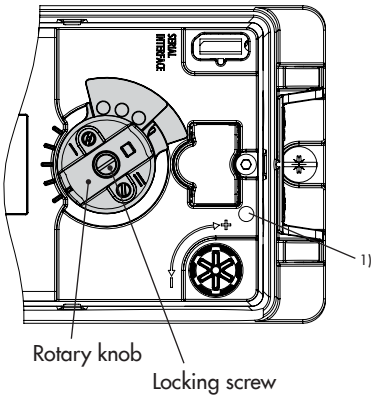
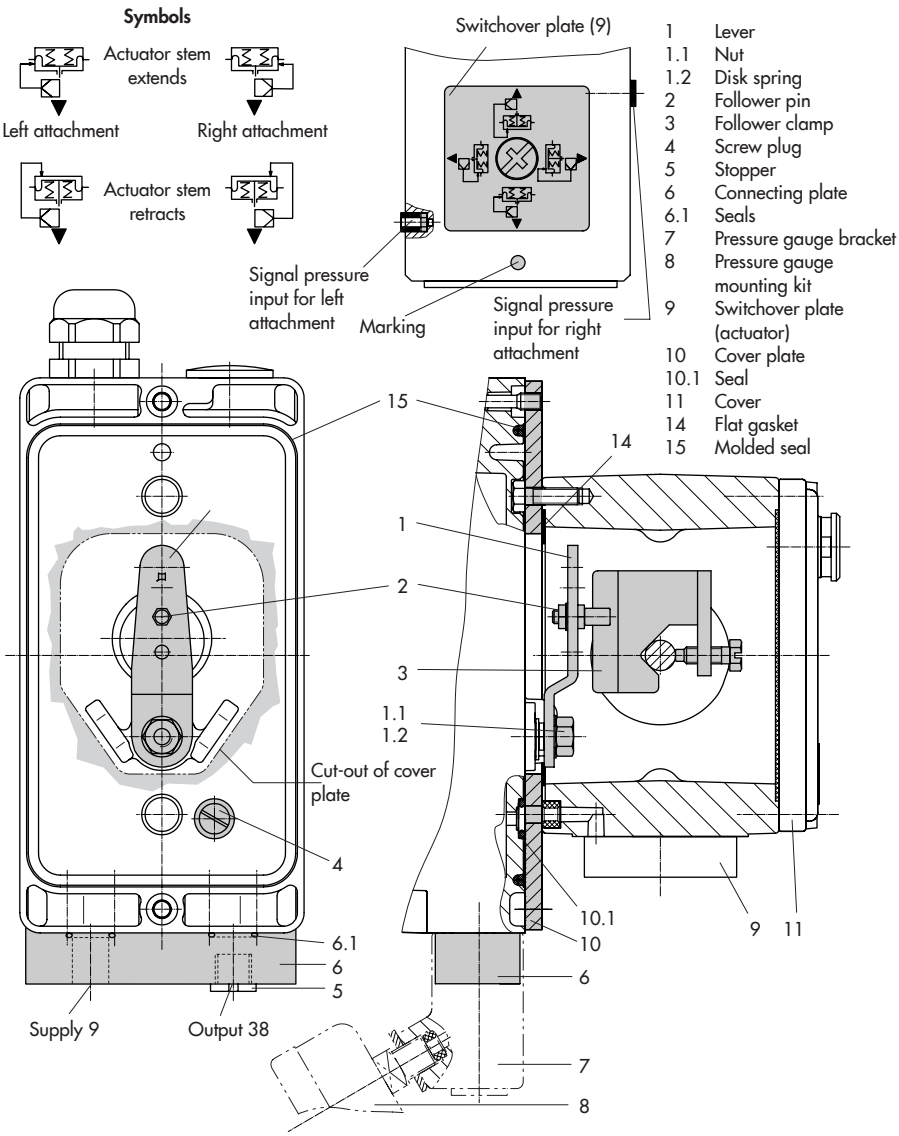

Fig. 5-5: *Shaft lock*
Fig. 5-6: *Direct attachment – Signal pressure connection for Type 3277-5 Actuator with 120 cm²*
➔ Do not use the locking screw to turn the positioner shaft knob. Only turn the rotary knob by hand (see Fig. 5-5).
➔ Actuator with 120 cm² (see Fig. 5-6)
➔ Depending on the fail-safe action of the actuator "actuator stem extends" or "actuator stem retracts", mount the switchover plate (9) on the actuator yoke. Align the symbol for attachment to the left or right side with the marking (see Fig. 5-6, top).
1. Mount connecting plate (6) or pressure gauge bracket (7) with pressure gauges on the positioner. Make sure that the two seals (6.1) are seated properly.
2. Remove screw plug (4) on the back of the positioner and seal the signal pressure output (38) on the connecting plate (6) or on the pressure gauge bracket (7) with the stopper (5) included in the accessories.
3. Place follower clamp (3) on the actuator stem, align it and screw tight so that the mounting screw is located in the groove of the actuator stem.
4. Mount cover plate (10) with narrow side of the cut-out (Fig. 5-6, on the left) pointing towards the signal pressure connection. Make sure that the flat gasket (14) points towards the actuator yoke.
5. Check the pin position of the follower pin (2) on M lever (1). Refer to travel tables for type of attachment. If necessary, change the pin position (see Chapter 5.4).
6. Insert molded seal (15) into the groove of the positioner housing and insert the seal (10.1) on the back of the housing.
7. Place positioner on the cover plate (10) in such a manner that the follower pin (2) rests on the top of the follower clamp (3). Adjust the lever (1) correspondingly and open the positioner cover to hold the positioner shaft in position at the shaft lock (Fig. 5-5). The lever (1) must rest on the follower clamp with spring force. Fasten the positioner on the cover plate (10) using the two fastening screws.
8. Mount cover (11) on the other side. Make sure that the vent plug is located at the bottom when the control valve is installed to allow any condensed water that collects to drain off.
4. Check the pin position of the follower pin (2) on M lever (1). Refer to travel tables for type of attachment. If necessary, change the pin position (see Chapter 5.4).
5. Insert molded seal (15) into the groove of the positioner housing.
6. Place positioner on the cover plate in such a manner that the follower pin (2) rests on the top of the follower clamp (3). Adjust the lever (1) correspondingly and open the positioner cover to hold the positioner shaft in position at the shaft lock (Fig. 5-5). The lever (1) must rest on the follower clamp with spring force. Fasten the positioner on the cover plate (10) using the two fastening screws.
7. Make sure that the tip of the gasket (16) projecting from the side of the connection block is positioned to match the actuator symbol for the actuator's fail-safe action "actuator stem extends" or "actuator stem retracts". If this is not the case, unscrew the three fastening screws and lift off the cover. Turn the gasket (16) by 180° and re-insert it.
8. Place the connection block (12) with the associated seals against the positioner and the actuator yoke and fasten using the screw (12.1). For actuators with fail-safe action "actuator stem retracts", additionally remove the stopper (12.2) and mount the external signal pressure pipe.
9. Mount cover (11) on the other side. Make sure that the vent plug is located at the bottom when the control valve is installed to allow any condensed water that collects to drain off.